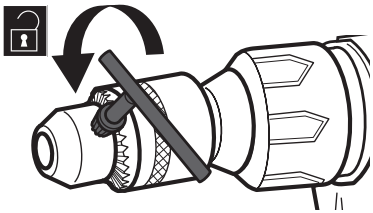

Fig. 2
1. Włóż klucz do jednego z otworów na zębatym uchwycie wiertarskim następnie przekręć klucz w lewo aż gwiazdo będzie otwarte wystarczająco szeroko do włożenia wiertła (Rys. 2).